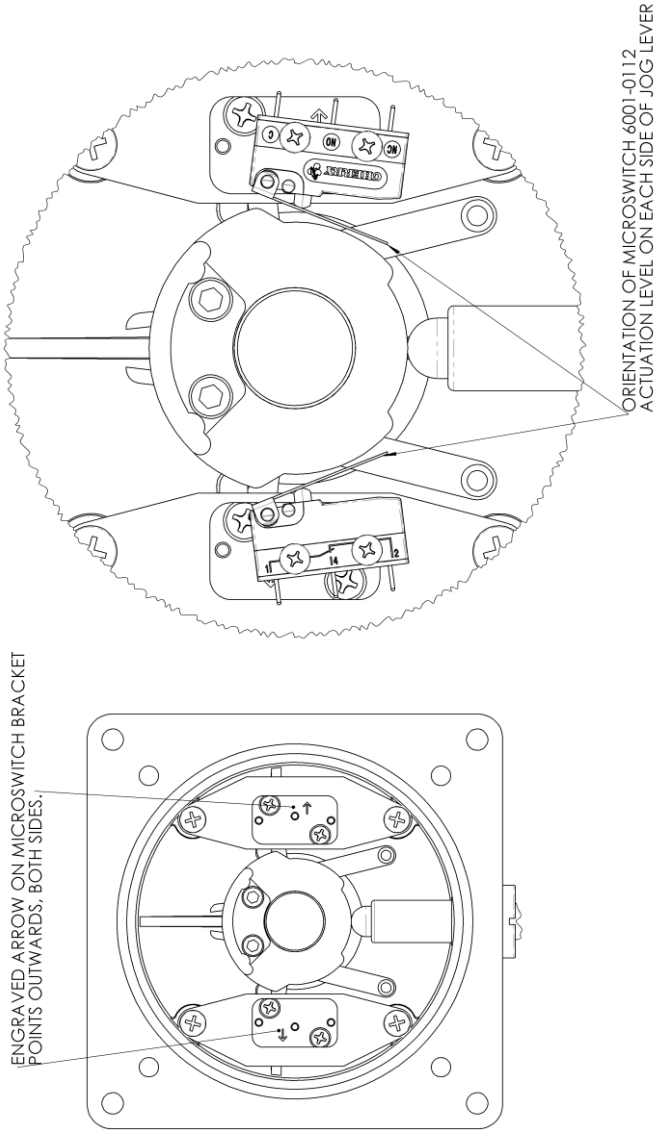

Figure 18: Placement of microswitch and mounting bracket inside jog lever housing
7. Refer to Figure 18 and note the engraved arrow on the microswitch bracket ① is facing outwards on both sides of jog lever.
8. Apply Loctite 243 to X2 Flat head screws ④.
9. Install bracket ① with screws ④ into the jog unit ensuring the engraved arrow is correctly orientated.
10. Refer to Figure 18 and note the orientation of the microswitch② for the side of the jog unit that the microswitch is being replaced on.
11. Place the first microswitch② on top of the bracket① orientating the microswitch so the actuation lever is as shown in Figure 18.
12. Place X2 spacer washers ⑤ on top of the first microswitch lining up with the screw holes.
13. Place the second microswitch② on top of the spacer washers ensuring the same orientation as the first microswitch.
14. Apply Loctite 243 to X2 pan head screws ③.
15. Use X2 screws③ with 2X washers ⑥and tighten to the torque specified in Table 13 to secure the microswitches②.